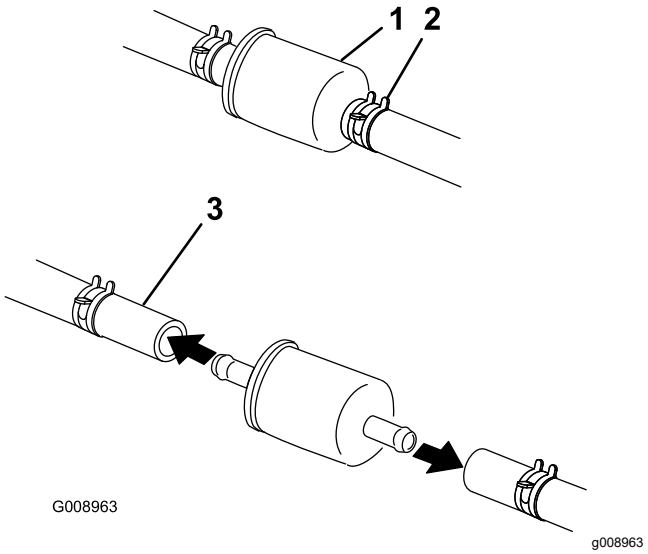

Figur 40
4. Kläm ihop ändarna på slangklämmorna och dra bort dem från filtret (Figur 40).